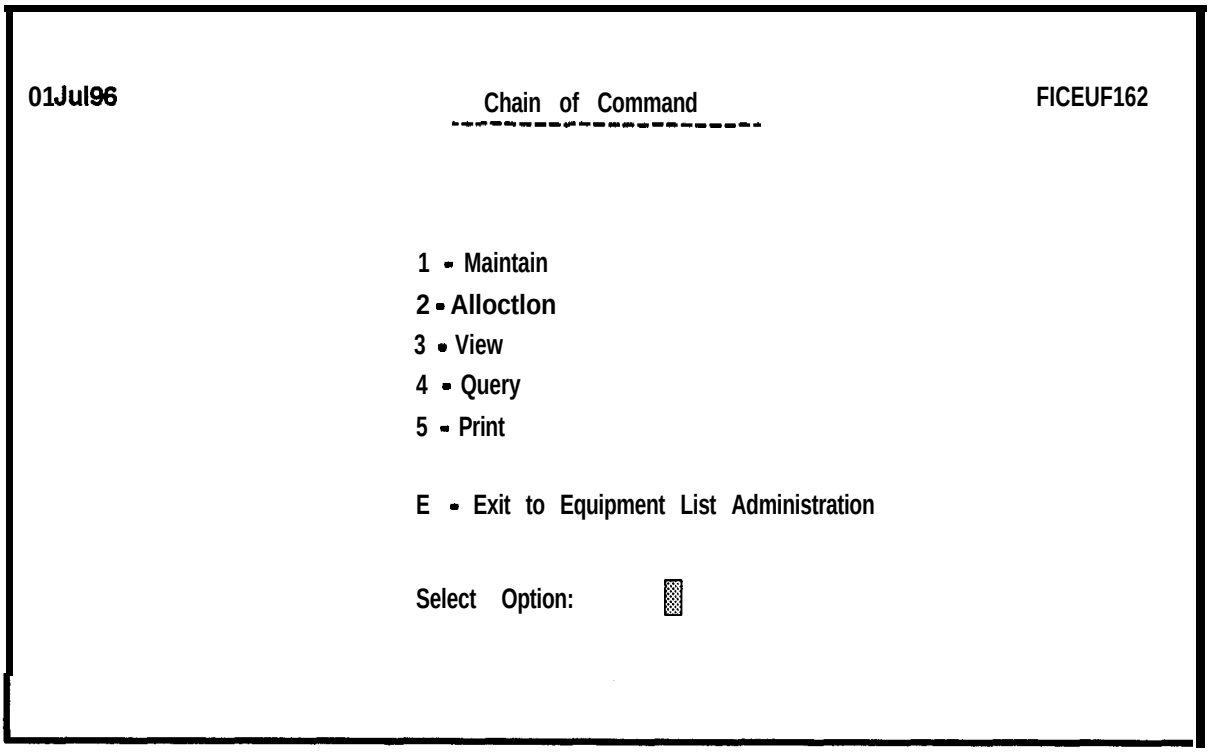

Figure 6-13. Chain of Command Menu
d. Enter the **TDC** of the exercise for which you want to erase the COC and press **ESC.** The Chain of Command menu will be displayed as shown in Figure 6-13.